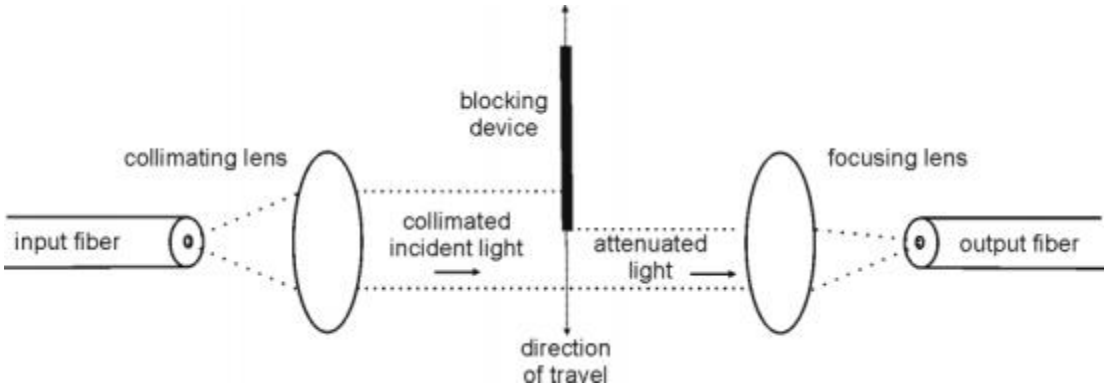

Figure 2: LBDA Blocking for Single-mode Operation
In single-mode fiber applications, the blocking type attenuator is used. Light from the source fiber is collimated into a beam diameter of approximately 0.4 to 0.6 mm, within a wavelength range of 350 to 2050 nm. The width of the beam depends on the lens, wavelength, and numerical aperture (NA) of the fiber. A blocking device, shown in Figure 2, is inserted into the beam of collimated light to attain the attenuation required.